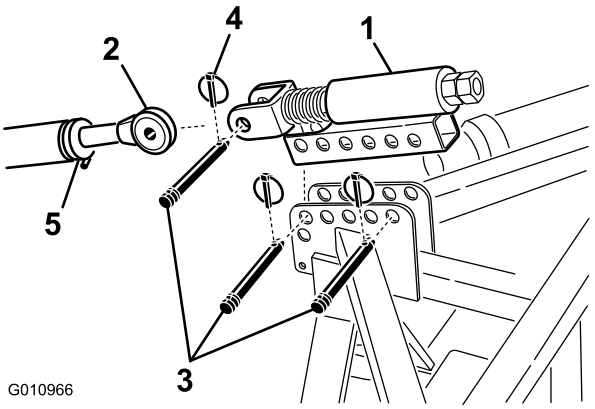

Figur 10
1. Monter det fjærbelastede toppleddet og luftemaskinbraketten ved hjelp av to leddtapper og ringstifter (Figur 10)
2. Løsne låsemutteren på traktorens øvre ledd. Juster lengden på øvre ledd helt til det samsvarer med splittpinnen på det fjærbelastede toppleddet på luftemaskinen (Figur 10).
3. Koble traktorens øvre ledd til splittpinnen på det fjærbelastede toppleddet og fest med leddtapp og ringstift (Figur 10).
6. Roter øvre ledd helt til fjæren er komprimert til omtrent 13 mm (Figur 10).